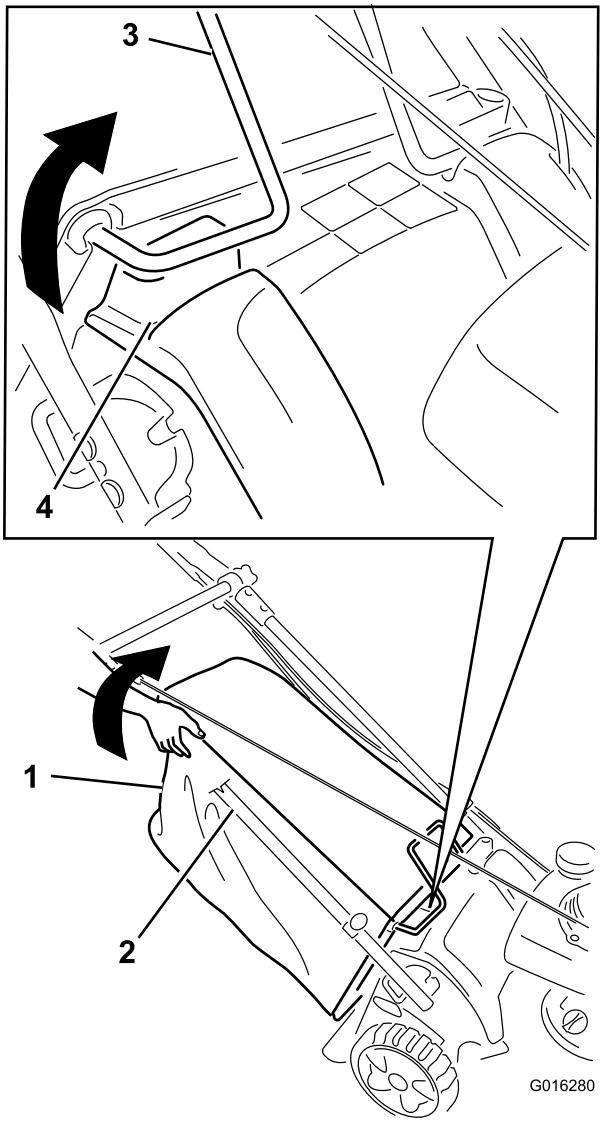

Figur 50
5. Løft opp bakre høyre hjørne av gressposen mens motoren er i gang, helt til ledningen på rammen på gressposens øvre fremre hjørne har blitt fjernet fullstendig fra høyre spor (Figur 50). **Motoren skal nå stoppe.**